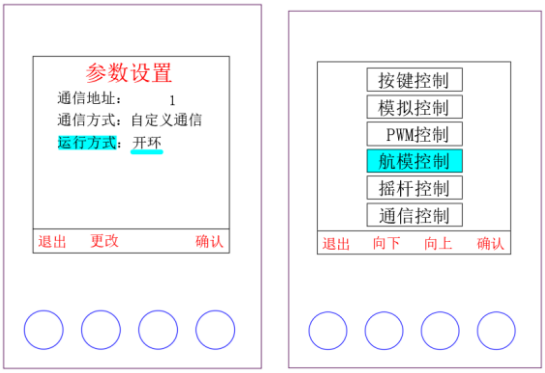

图 6.63 外部航模 PWM 开环控制的运行模式和控制方式选择界面
- 运行模式可通过按键操作进入参数设置界面进行切换。如图 6.63。
- 控制方式可通过按键操作进入模式选择界面进行切换。如图 6.63。